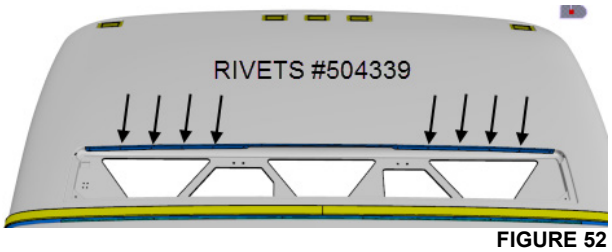

FIGURE 52
11. Fasten the drip edge using eight (8) rivets #504339 as shown on **FIGURE 52**.